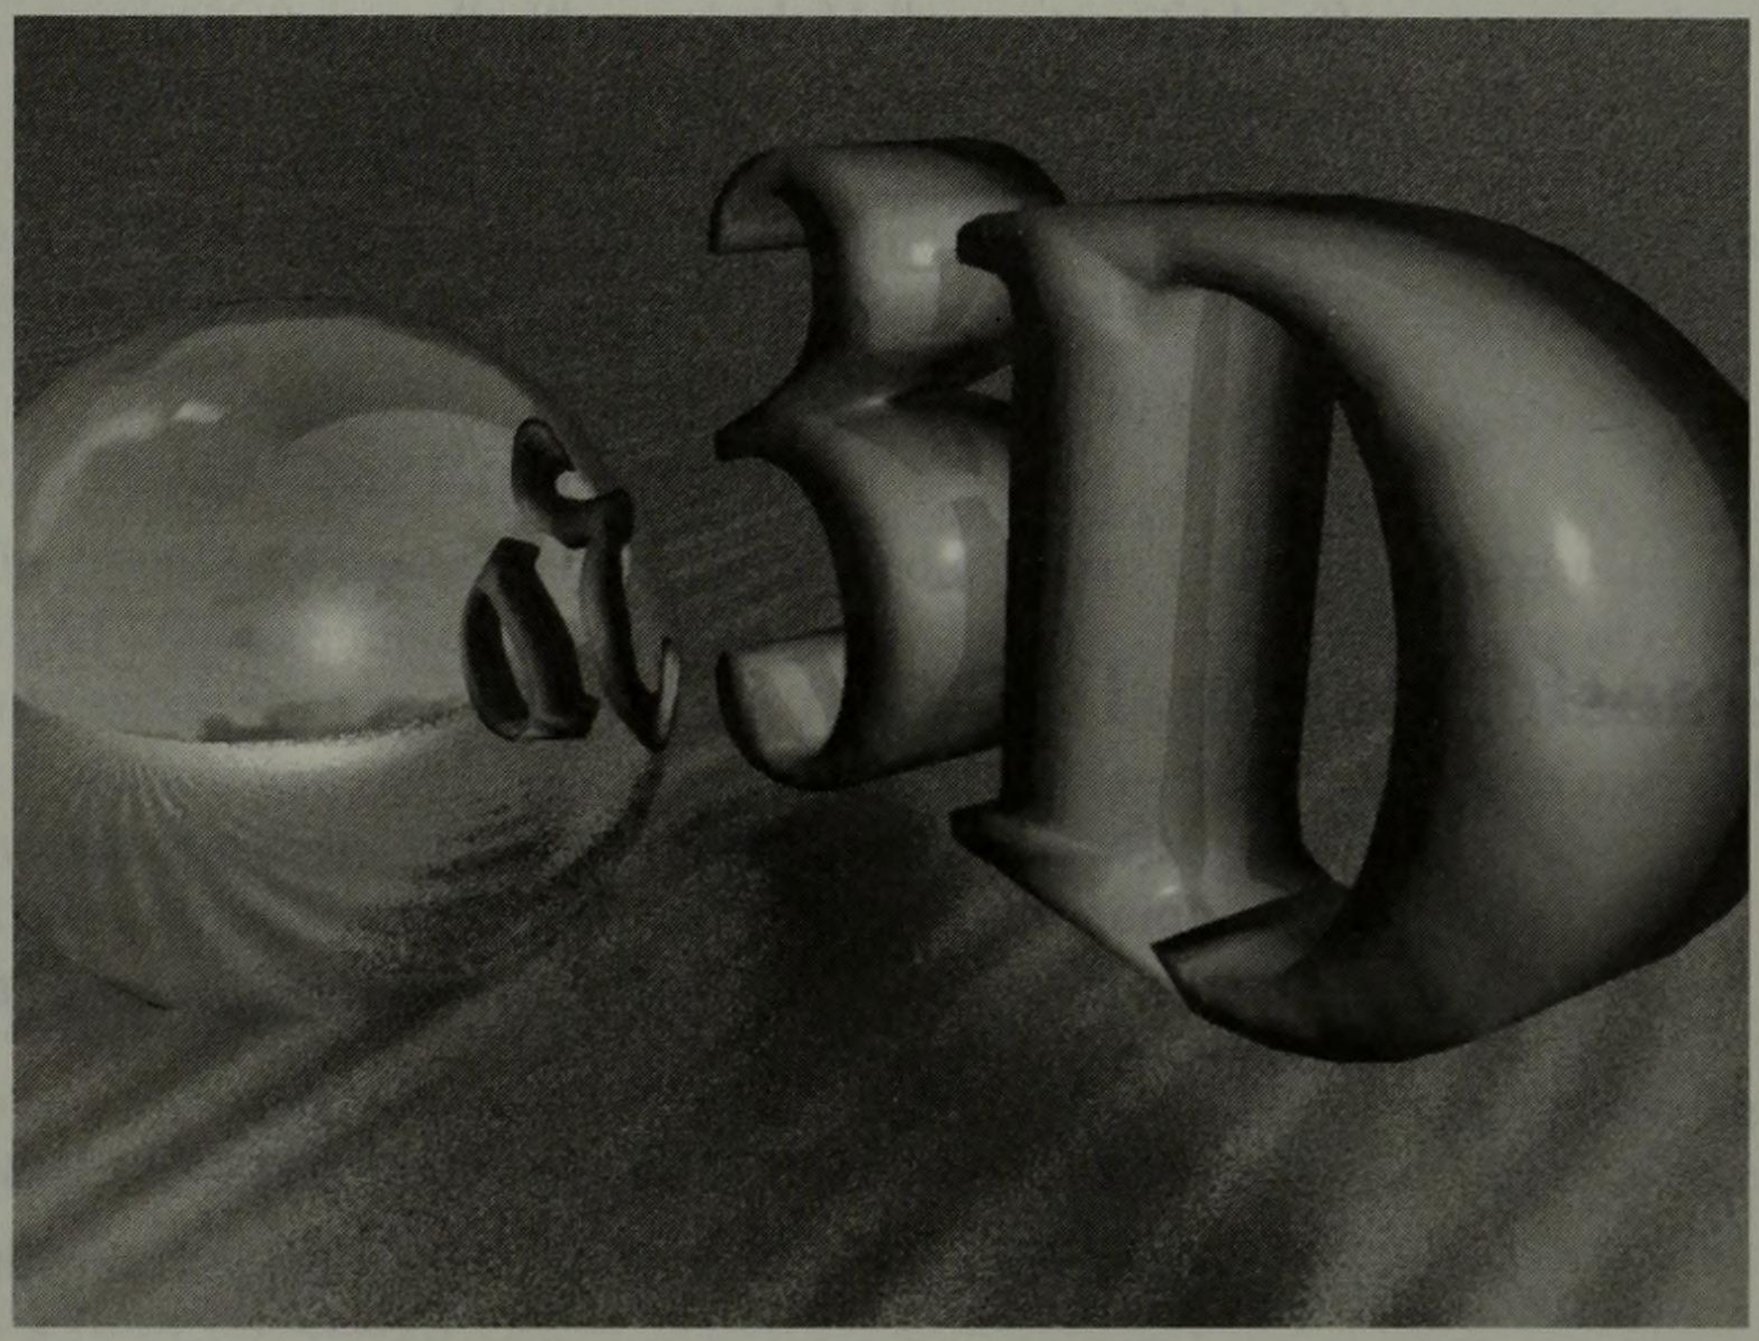
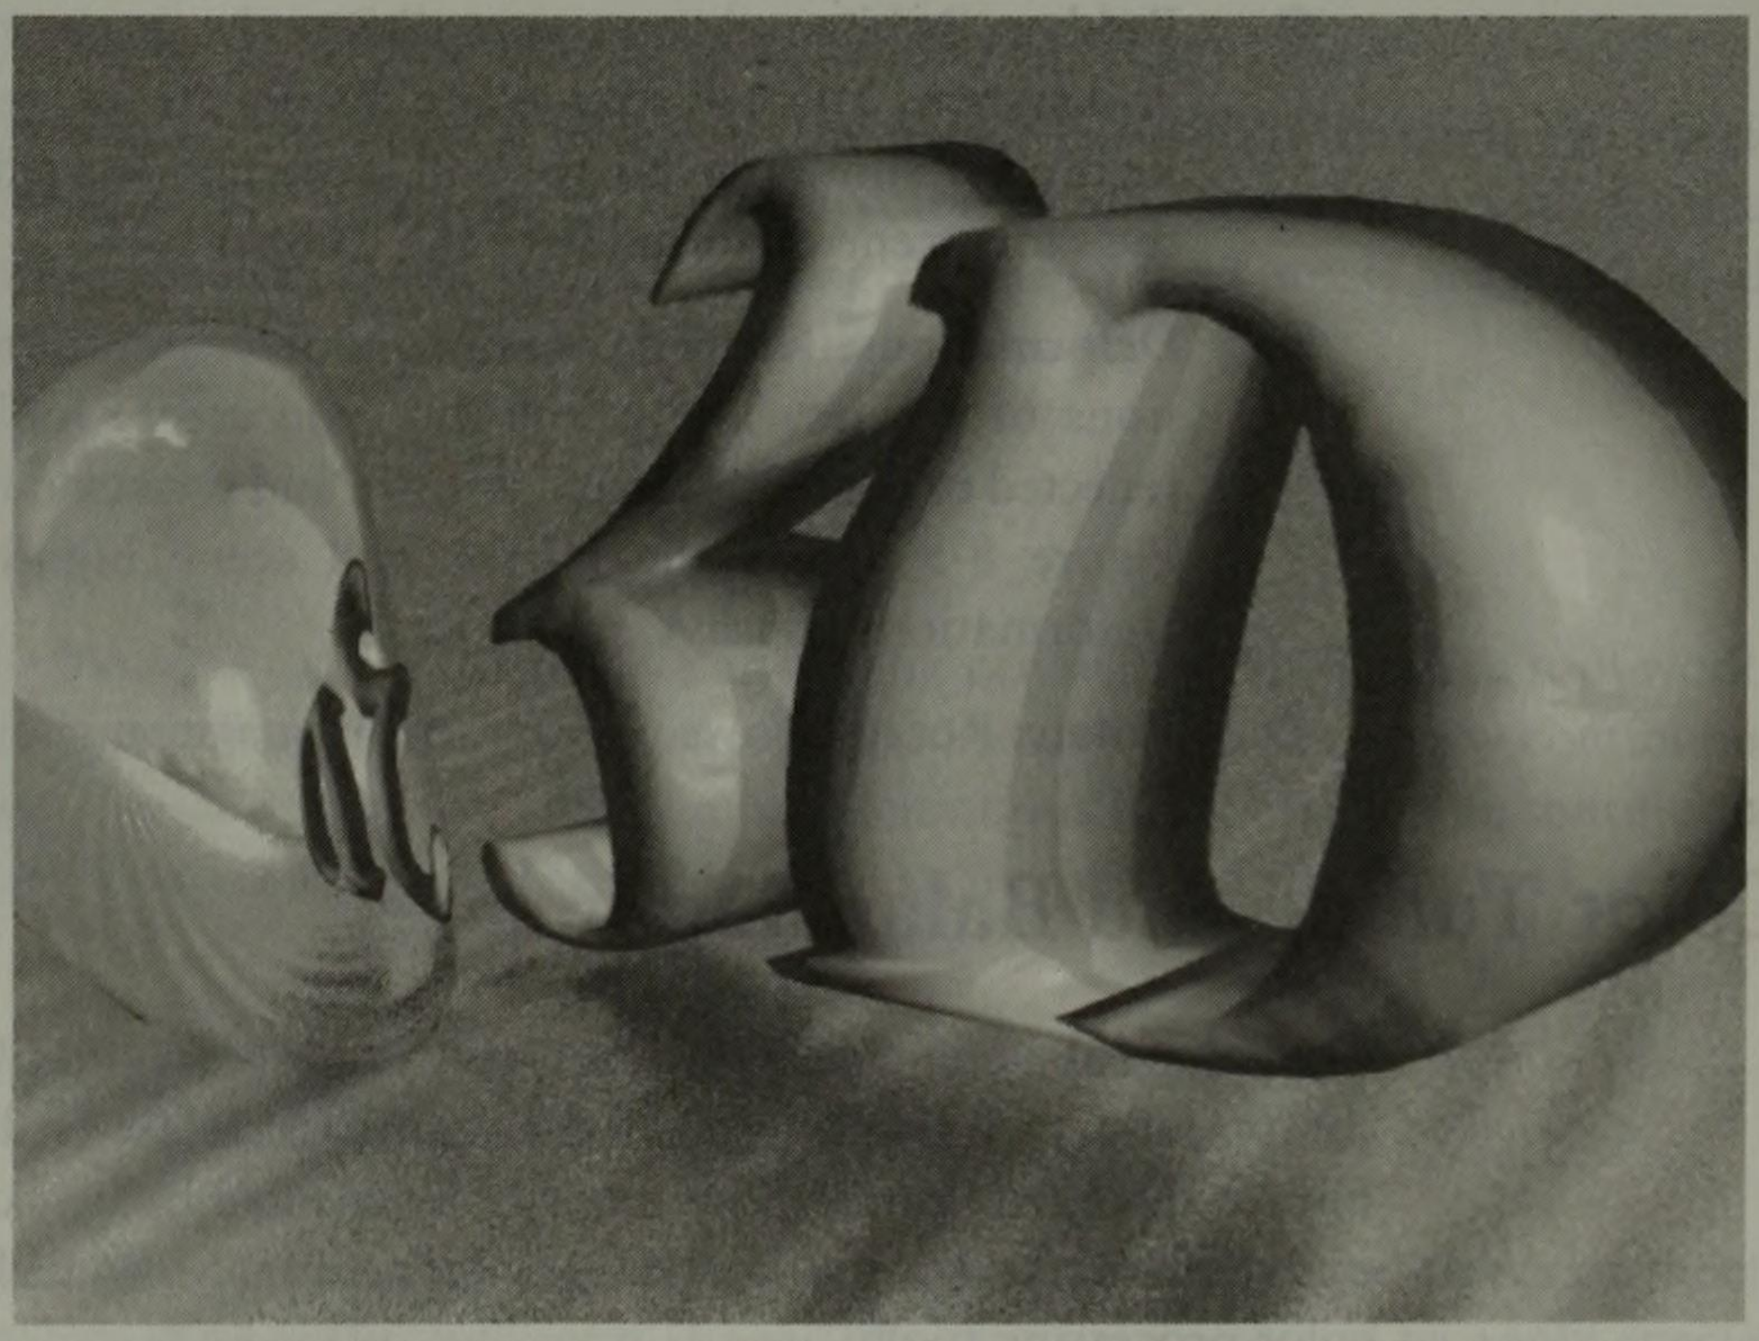

Figure 8-7
Figure 8-8
- **Rubber:** Rubber allows you to distort the image interactively using a grid system. You can stretch and distort the image in very fluid ways. Figure 8-7 shows the mirror ball scene undistorted. Figure 8-8 shows the same scene distorted with the Rubber tool.
In the following sections, compare the original mirror ball scene (Figure 8-7) to the image processed versions.